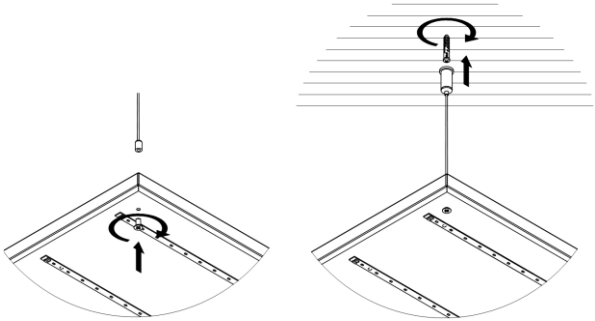

Рисунок 13 — Подвесной монтаж.
6.2.2. Установите на светильнике тросовые подвесы. Рекомендуется использовать комплект подвесного монтажа Geniled. Для монтажа светильника серии ЛПО необходимо 2 комплекта. См. рисунок 13.